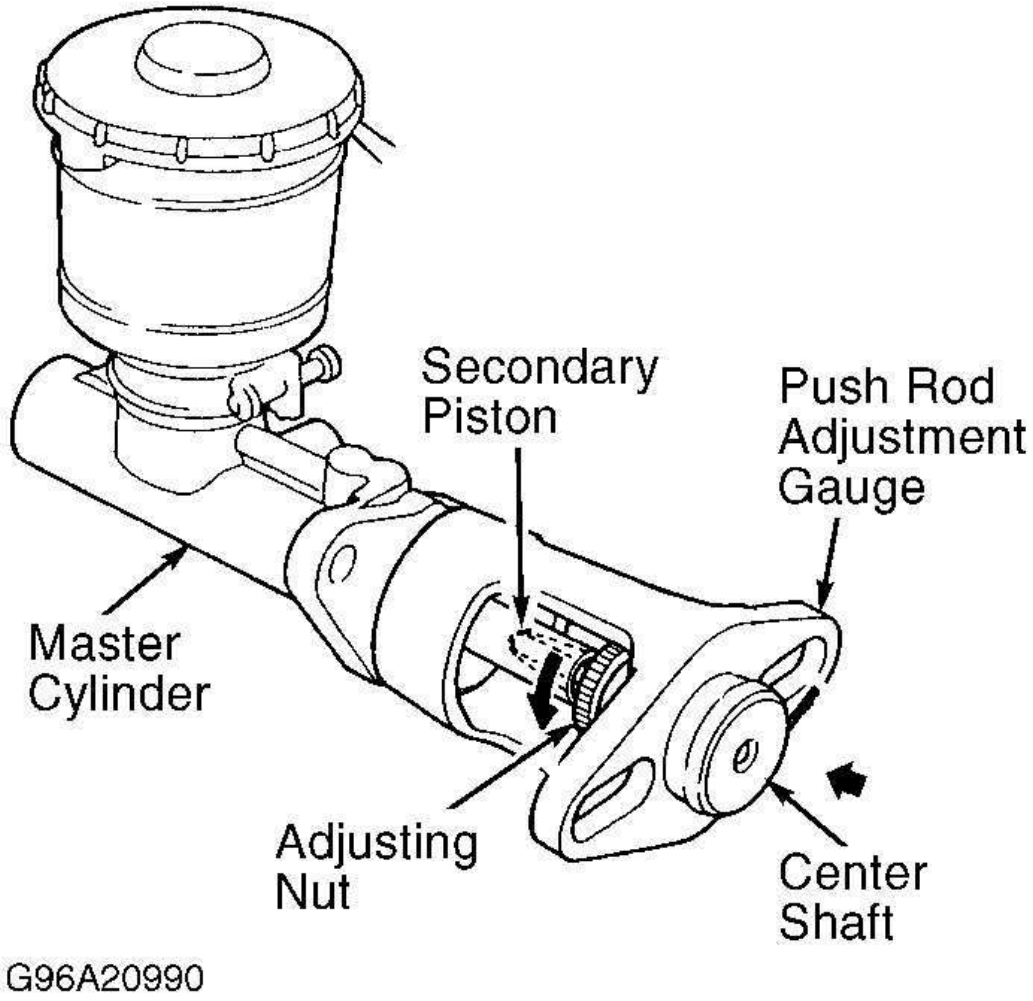

Fig. 5: Setting Push Rod Adjustment Gauge (Typical)
1. Mount Push Rod Adjustment Gauge (07JAG-SD40100) on master cylinder. Rotate adjuster nut until top of center shaft contacts end of secondary piston without changing piston position. See **Fig. 5** .